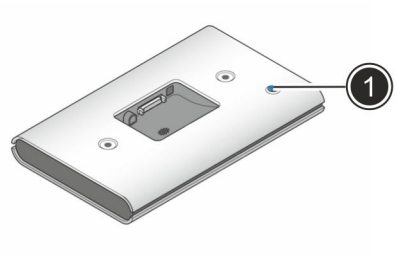

Fig. 56: On/off switch
2. Turn off the device via the on/off switch on its underside (Fig. 56/1).